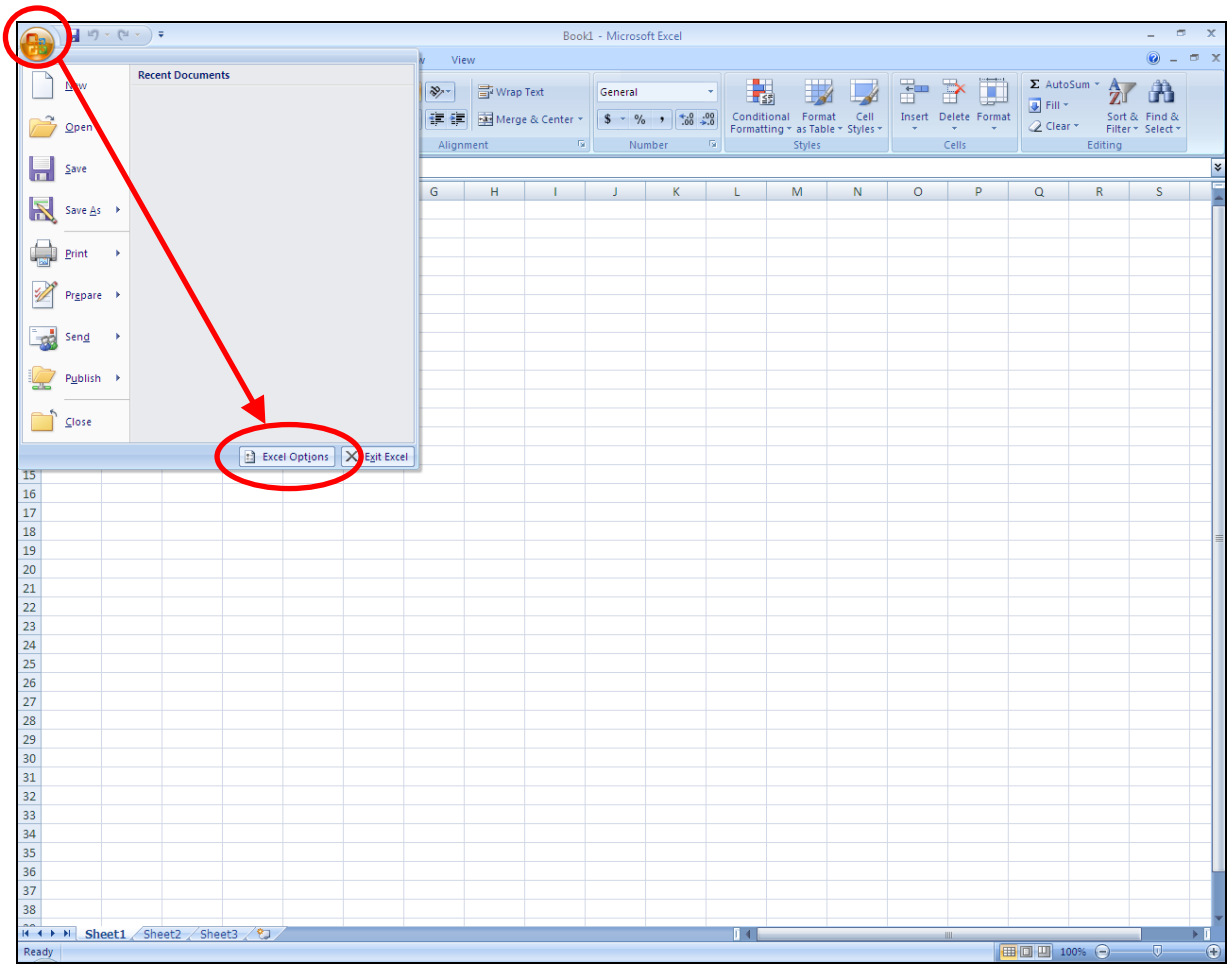

Figure 2.6: Registering FluidEXL*Graphics* as Add-In in Excel® 2007
- Click on the "Excel Options" button in the menu which appears (see Figure 2.6)